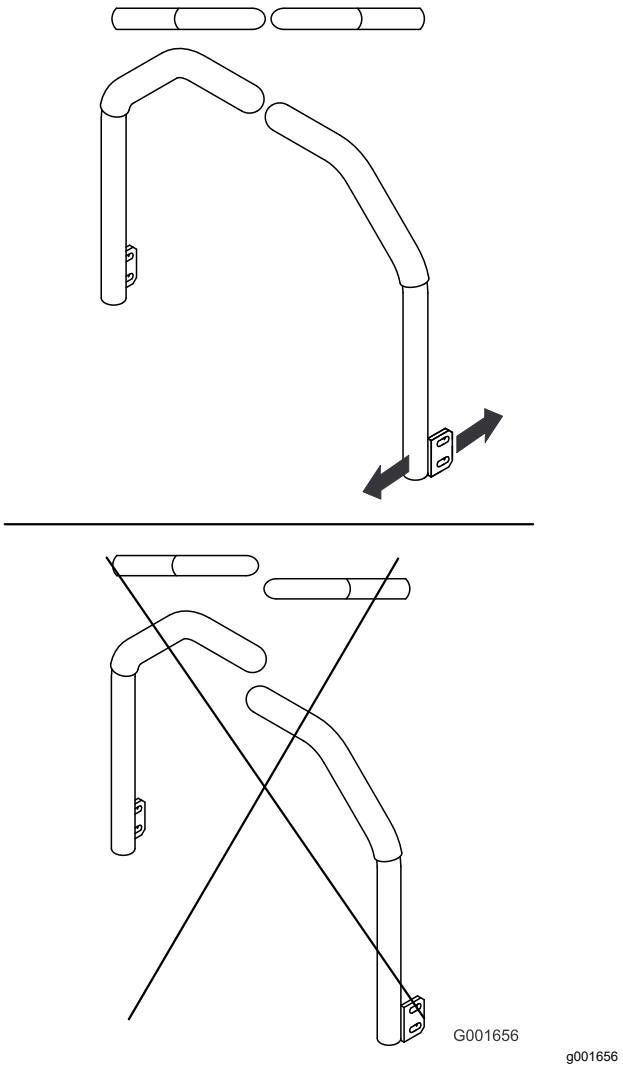

Figur 57
5. Justera rörelsereglagen så att de är i linje med varandra och dra åt skruvarna så att reglagen fästs vid stolparna (Figur 57).